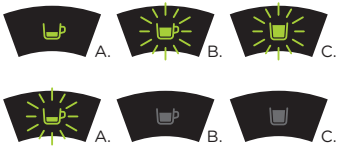

Fig. 17: Programmation du bouton d'extraction café expresso.
- Vous devrez ensuite appuyer sur le bouton d'extraction de café expresso jusqu'à ce que les voyants lumineux des boutons d'extraction de café long et de thé clignotent. Appuyez de nouveau sur le bouton d'extraction de café expresso (voir **Fig. 17**).